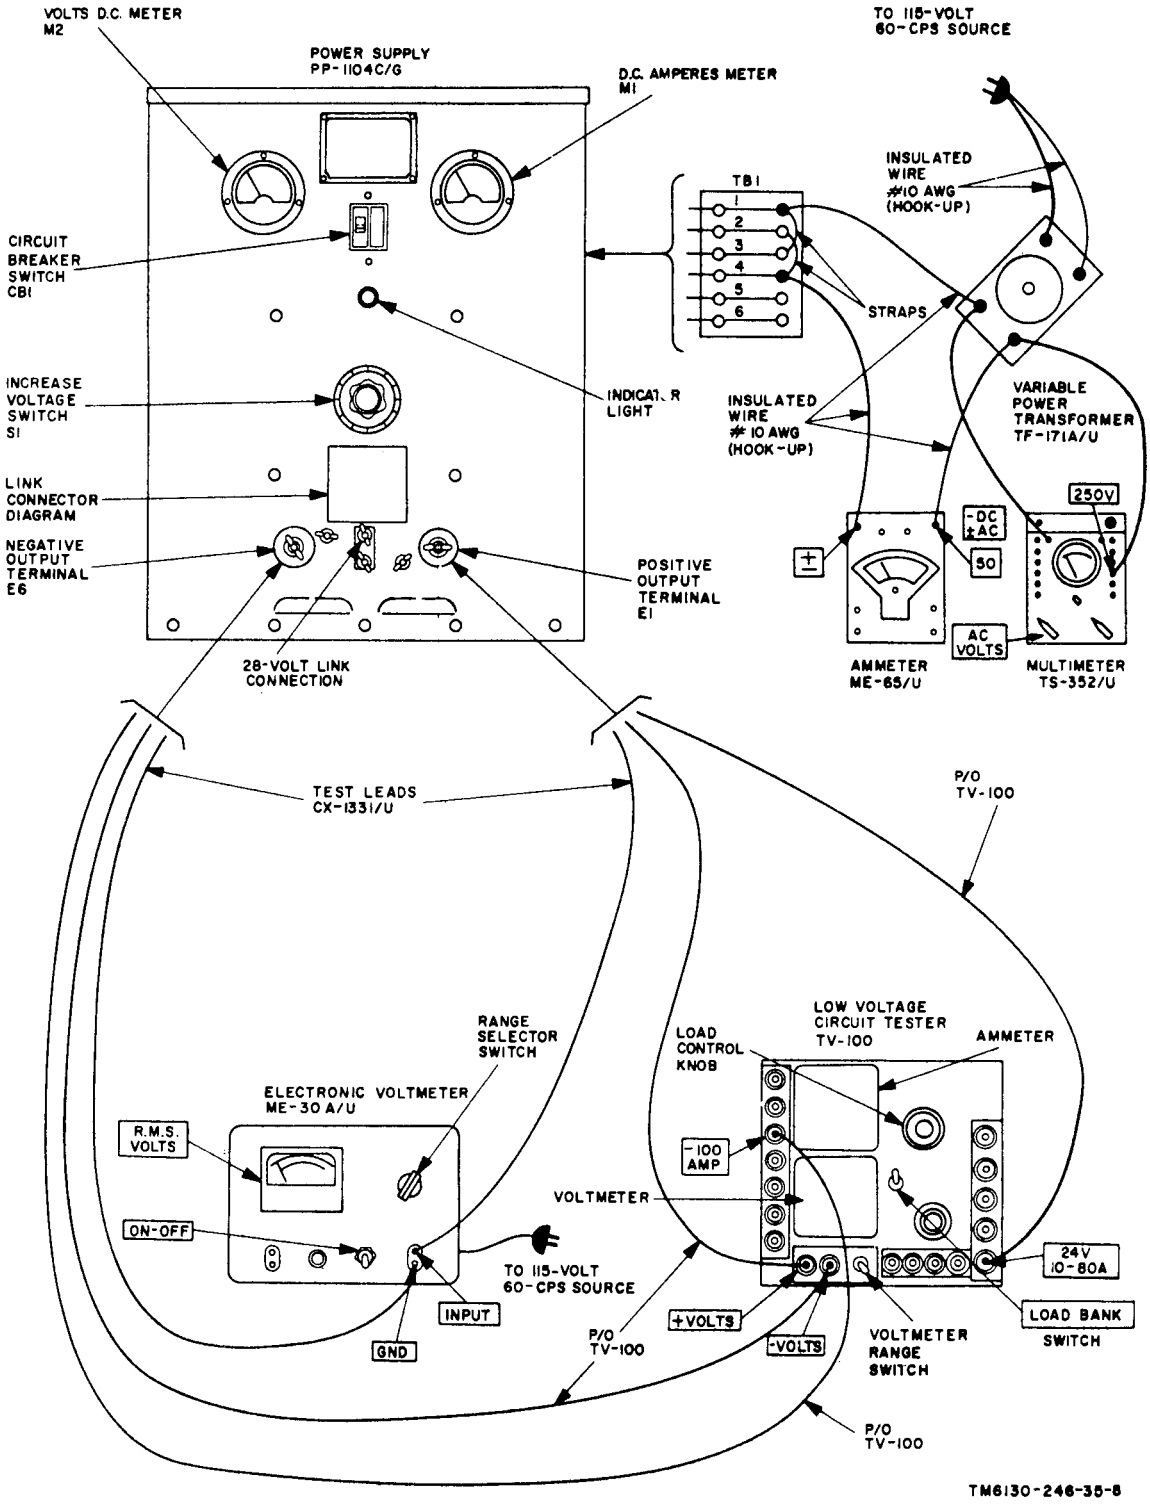

Figure 4-2. Twenty eight-volt output, regulation, and ripple test connection diagram.
b. ***Test Connection and Conditions.*** Connect the equipment as shown in figure 4-2. This test is written for 115-volt ac operation.